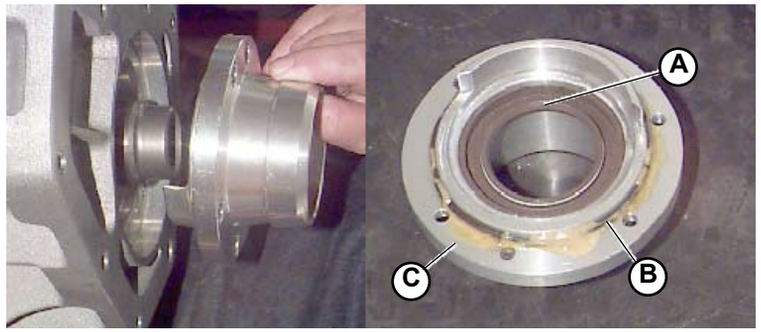

Fig.8
- Remove the flange (**C-Fig.8**) unscrewing the 6 socket head screws.
- Take care of the seal (**B-Fig.8**).
- Remove the oil seal (**A-Fig.8**).